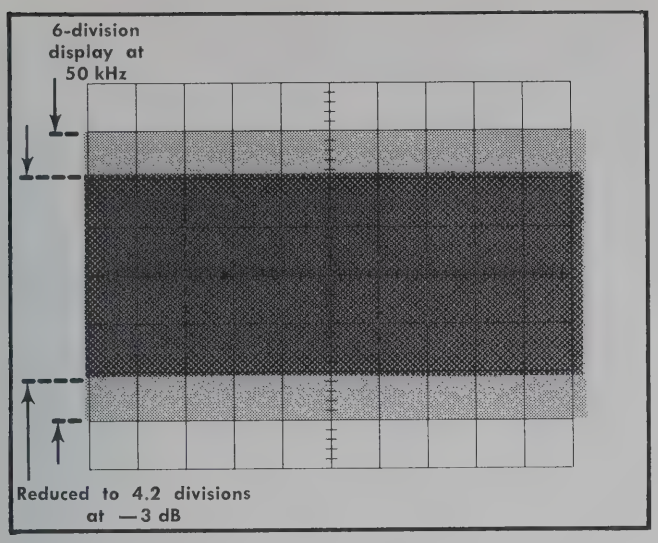

Fig. 6-26. Illustration of CRT display when checking vertical frequency response.
d. Without changing the output amplitude, increase the output frequency of the constant-amplitude generator until the display is reduced to 4.2 divisions (—3 dB point; see Fig. 6-26).
i. Without changing the output amplitude, increase the output frequency of the constant-amplitude generator until the display is reduced to 4.2 divisions (—3 dB point; see Fig. 6-26).